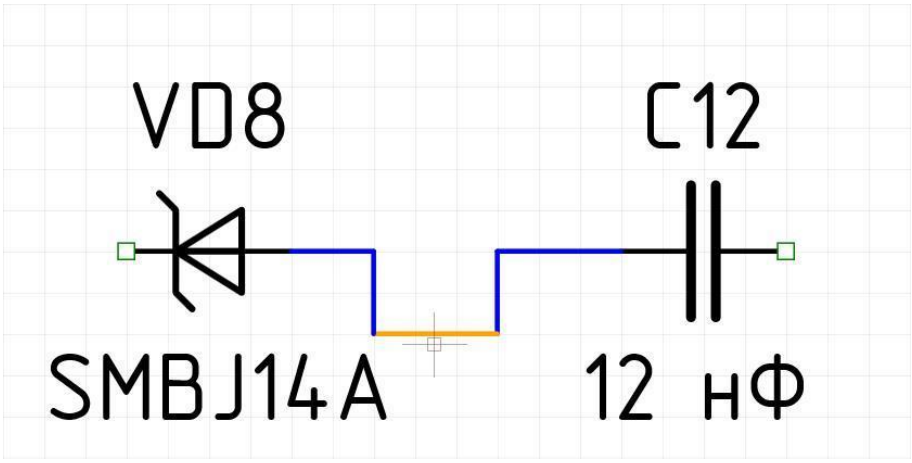

Рис. 454. Перемещение сегмента проводника
5. Перемещение сегмента осуществляется за счет изменения соседних сегментов, см. Рис. 454.